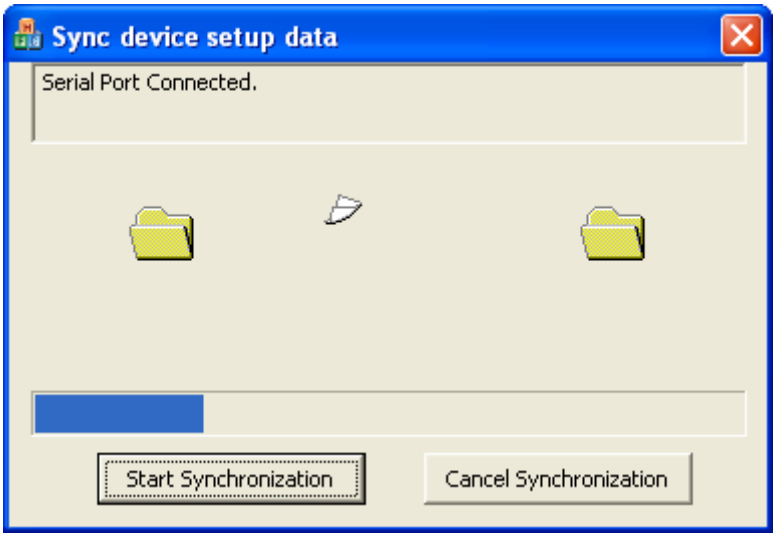

Figure 12 : Synchronizing device data
3. **Sync Device Data** dialog appears (Figure 12). Click **Start Synchronization**. The progress bar shows the status of data synchronization.